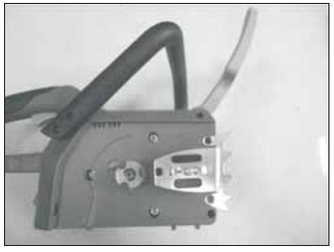

Abb. 2A Abb. 2B
2. Der Kettenspannknopf muss entgegen dem Uhrzeigersinn bis zum Anschlag gedreht werden (Abb. 2A).
3. Der Schwertverriegelungsknopf muss entgegen dem Uhrzeigersinn bis zum Anschlag gedreht werden (Abb. 2A).